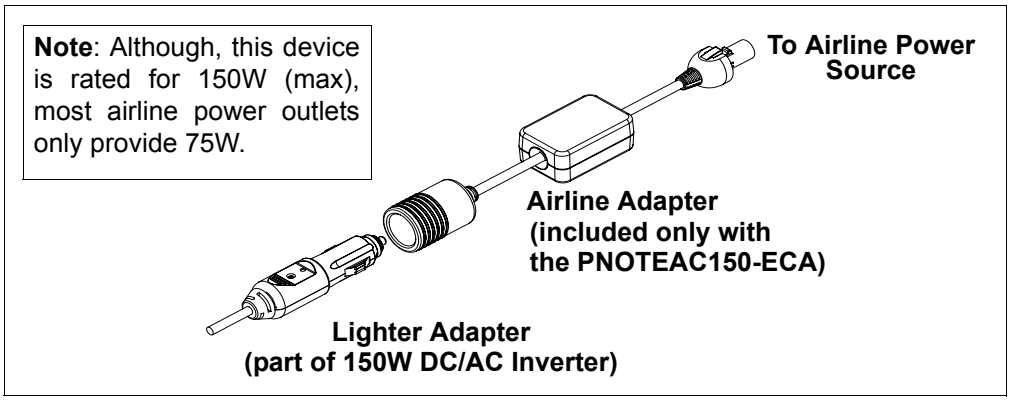

Figure 2. Airline Adapter Installation (Airline Use Only)
Airline Use: An Airline Adapter is included with the PNOTEAC150-ECA. You may use it with the inverter unit to provide AC power on airplanes equipped with an in-flight power outlet. If equipped, this outlet is located in the armrest of the seat, near the headset plug, or under the seat. Attach the airline adapter as shown in Figure 2.
b) In an airplane, install the Airline Adapter in the end of the Lighter Adapter, as shown in Figure 2. Then insert the Airline Plug into the airplane's in-flight power outlet.